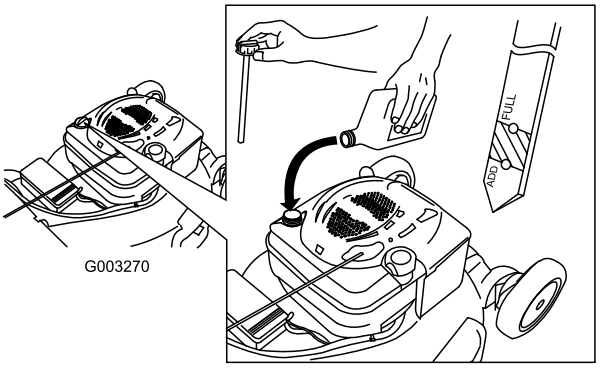

Figur 12
2. Ta ut oljestickan (Figur 12).
5. Ta ut oljestickan och läs av oljenivån, se Figur 12.